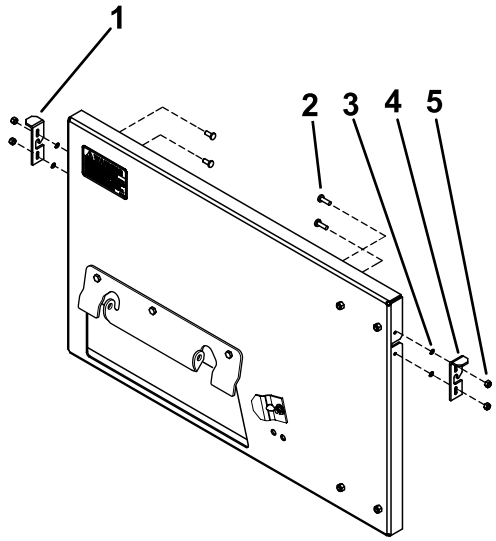

Figure 4
4. Install the latches to both sides of the back plate using 4 phillips-head screws, 4 lock washers, and 4 locknuts (#10); Figure 4.